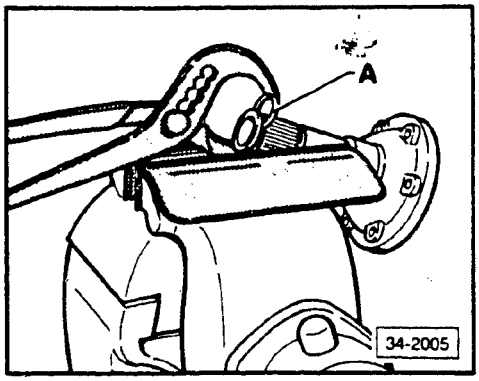

Fig. 8 Drive flange circlip, replacing
- removing/installing, Fig. 8
- pull out inner shift rod sealing ring with **VW 681**, and drive in flush with **VW 460/2**. On installed transmission, carefully pry out sealing ring with screwdriver and drive in with **VW 423**. Remove exhaust system and trans shift rod first, for clearance. Installed position of sealing ring, Fig. 8.